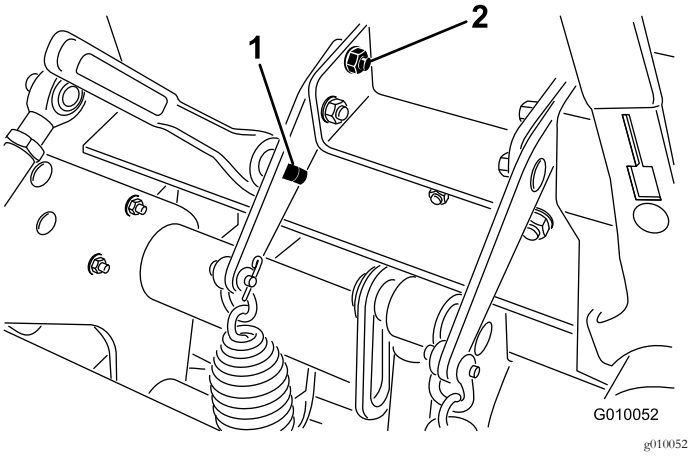

Rysunek 37
3. Włóż zapadkę lub poprzeczkę 1/2 cala w kwadratowy otwór w płytce sprężystej (Rysunek 37).